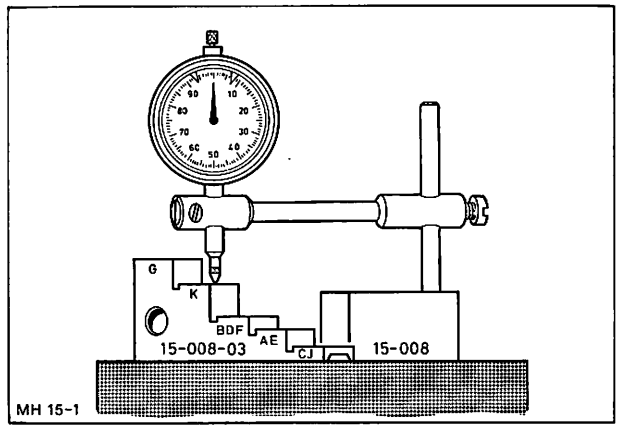

Abb. 66 Meßuhr auf „0" stellen
26. Meßuhr aus dem Halter entfernen und in Meßblock 15-008 montieren. Meßblock mit Meßuhr auf eine geschliffene Fläche setzen und mit Hilfe des Stufenblocks 15-008-03 auf „0" stellen, Abb. 66.